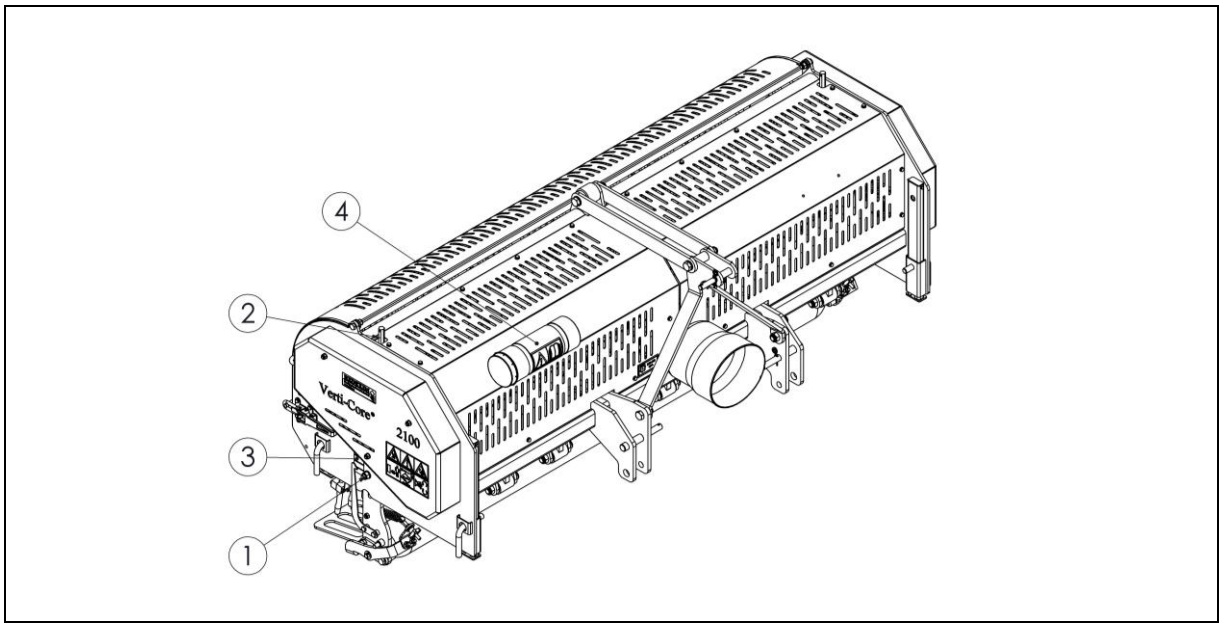

Fig. 10
De werkdiepte kan worden versteld als de machine is geheven. (zie fig.10)
☞ Als de Verti-Core III niet correct is gemonteerd achter de tractor, hoofdstuk 4, fig.10, kunnen verschillende aftakas hoeken trillingen veroorzaken in de aandrijflijn van de machine. Deze trillingen kunnen de machine beschadigen en het gatenpatroon in de grond negatief beïnvloeden.
⚠ **Zorg ervoor dat de bovenste topstang (3), zie Fig. 10, aangekoppeld en op spanning gezet is in de transportstand.**